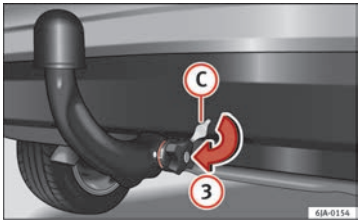

Fig. 118 Placing the key slot cover
– Switch off the manual regulator lock with key (B) by turning the key fully to the right in the direction of arrow (1) – the arrow in the key represents the “locked” symbol.
– Remove the key in the direction of arrow (2).
– Place cover (C) over the manual regulator lock in the direction of arrow (3) ⇒ Fig. 118.